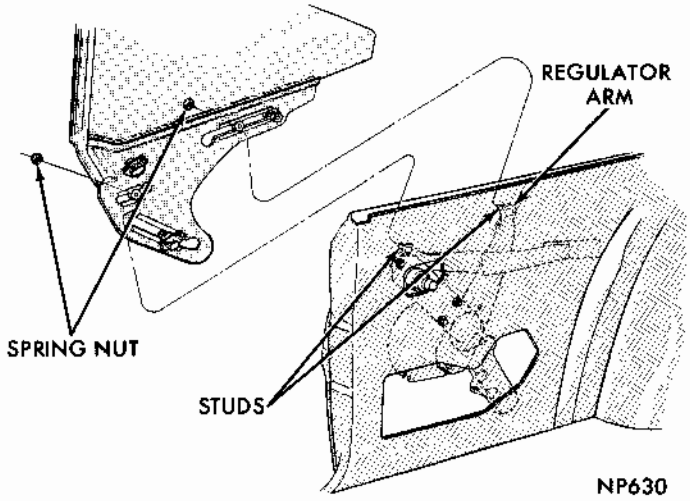
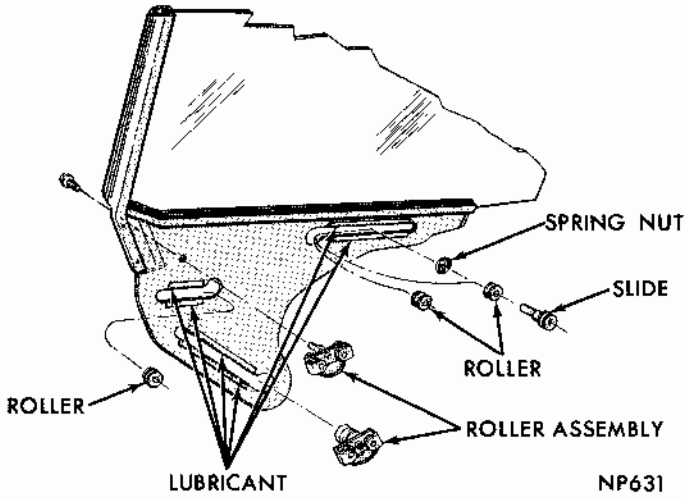

Fig. 10 - Quarter Glass Replacement-Hardtop
Fig. 11 - Quarter Glass Assembly-Hardtop
(1) With glass in mid-position, remove spring nuts from regulator arm studs (Fig. 10) and studs from rollers.
(2) Remove up-stops from lower frame.
(3) Remove glass assembly from door.
(4) Remove slide and roller from glass frame rear track and roller assemblies from tracks in front section (Fig. 11).